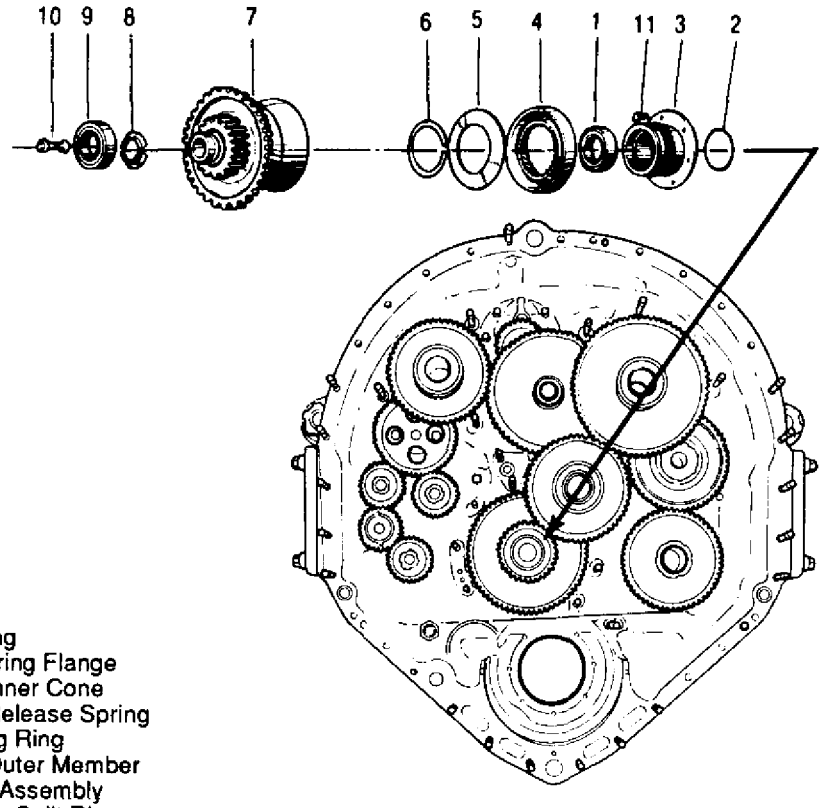

Figure 32. Cone Type Propeller Brake Assembly Details
25. CONE TYPE PROPELLER BRAKE ASSEMBLY INSTALLATION. (figure 32)
b. Install preformed packing (2, figure 32) in rear housing.
c. Install bearing flange (3) into rear housing as follows: